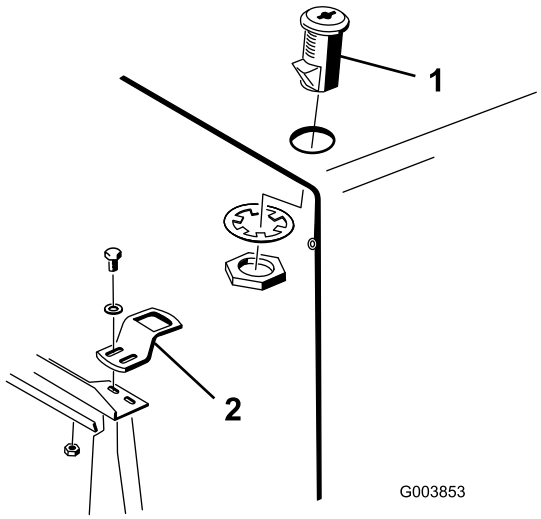

Figur 4
3. Monter låsebryteren på panseret med en låseskive og mutter. Plasser bryteren med låsen fremover mot fronten av maskinen (Figur 4).
4. Monter låsebraketten løst på radiatorstøtten med to skruer (1/4 x 3/4 tomme), flate skiver og låsemuttere (Figur 4).